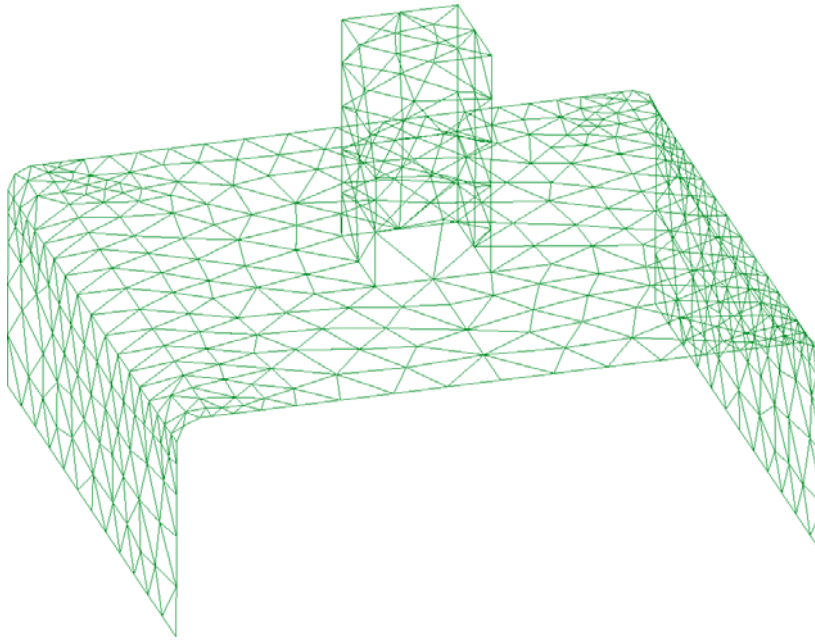

Figure 14. Mesh using the RSurf mesher, with some lines skipped.
14. Another window appears in which you can enter a maximum element size. Leave the default value unaltered and click **OK**. The result is a mesh similar to the first example obtained in chapter 2 (see Figure 2), but the smaller elements highlighted in Figure 3 do not appear because lines 48 and 53 (which were meshed before) are now skipped when meshing (see Figure 14).